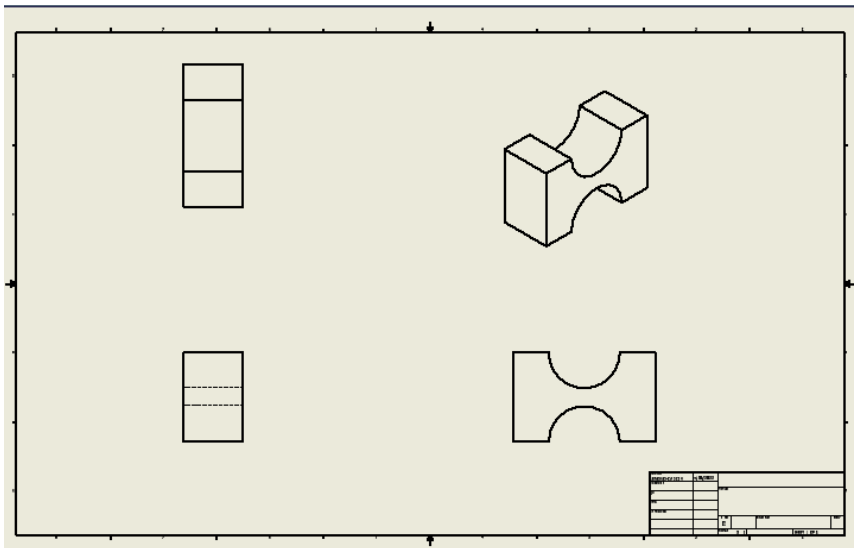

Figure 2-96 *Drawing sheet after generating the drawing views*
5. Similarly, taking the front view as the parent view, generate the drawing of right-side view and the isometric view, as shown in Figure 2-96.